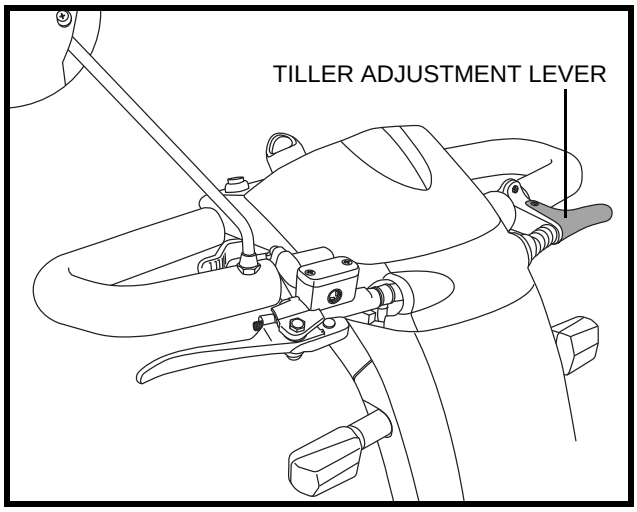

Figure 15. Tiller Adjustment
1. Squeeze the tiller adjustment lever. **See figure 15**.